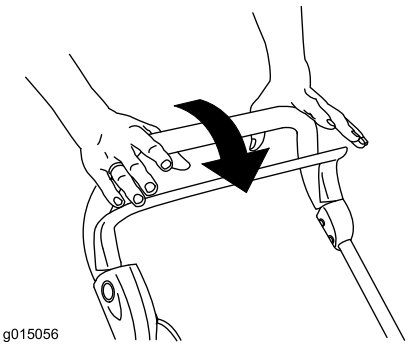

**Bild 12**
1. Lassen Sie den Schaltbügel los (Bild 12).